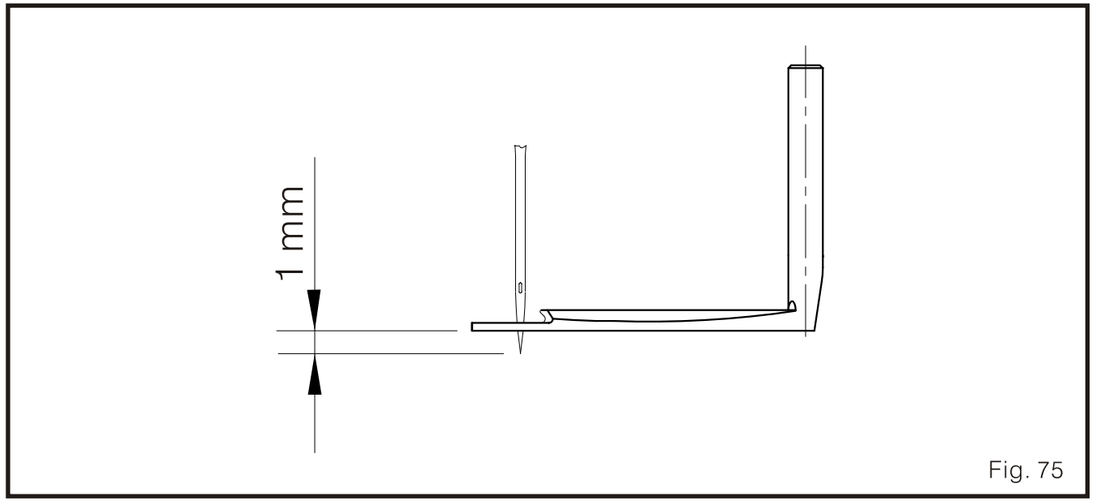

Fig. 75
(1) Altura: Cuando la barra aguja esta en el punto muerto superior, la punta de la aguja izquierda debe exceder la altura del distribuidor (UT) por 1mm. (Fig.75)